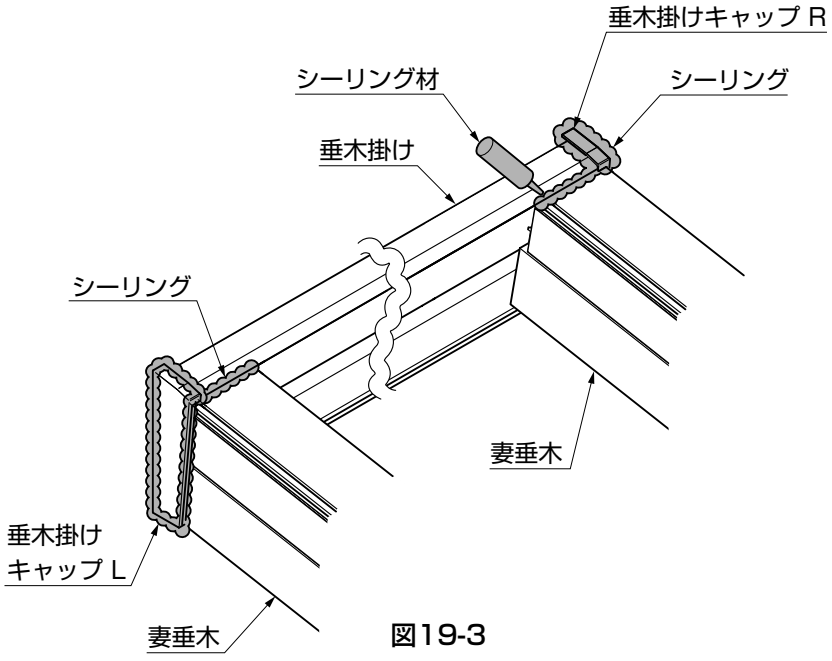

図19-3
③垂木掛けキャップのまわりに、シーリングをしてください。（図19-3参照）